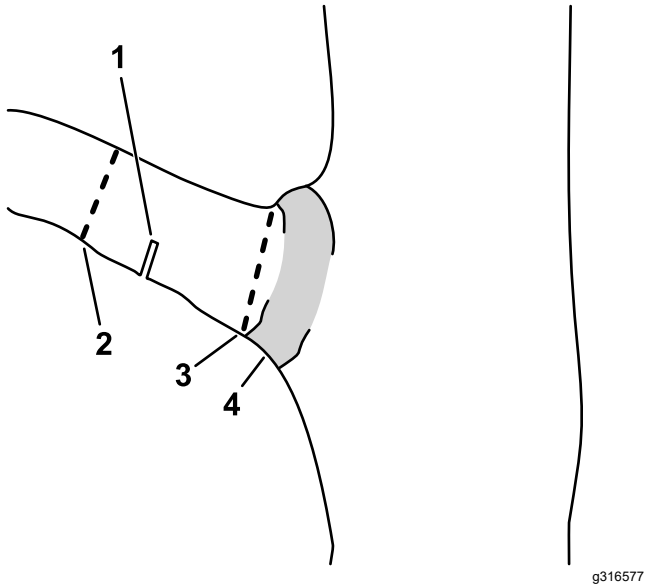

Figura 14
C. Corte el muñón de la rama en el cuello de la rama (Figura 14).